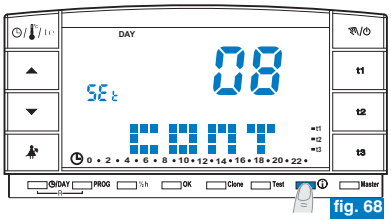

fig. 68
- Desde la pantalla anterior pulsar una vez la tecla ⓘ : en pantalla aparecerá el mensaje **CONT** y el valor de contraste activado, configuración de fábrica **08** (ejemplo fig. 68).